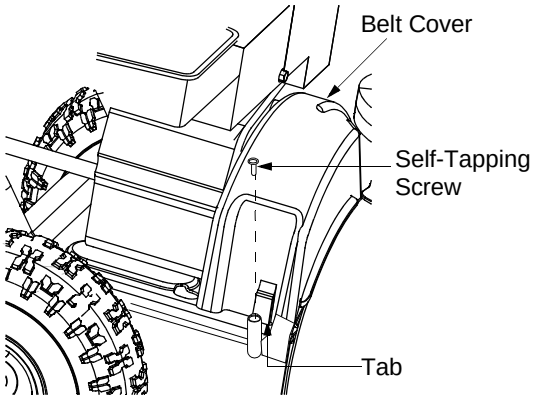

Figure 12
3. Remove the self-tapping screw shown in Figure 12, and push the belt cover to release the plastic tabs. Pull the belt cover out from around the engine and the chute. Remove it away and save.